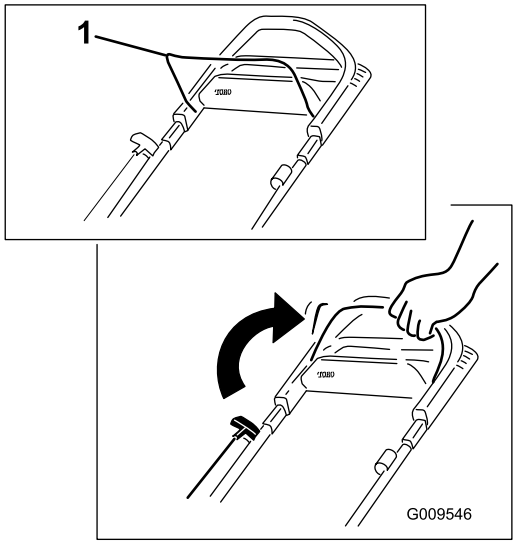

Figur 13
1. Hold knivkontrollkabelen mot håndtaket (Figur 13).